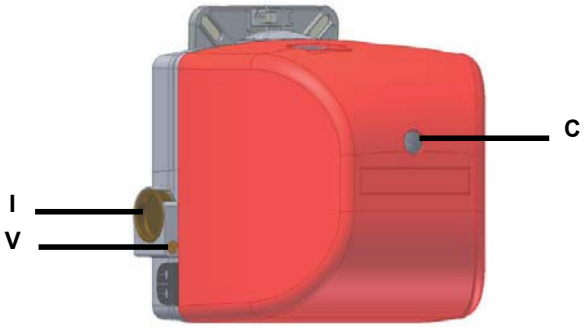

Fig. 10
2 Démarrer le brûleur en mettant l'interrupteur principal sur ON et en fermant la série thermostatique : en cas de blocage, appuyer sur le bouton. RESET (C) sur le couvercle du brûleur (voir Fig. 10)